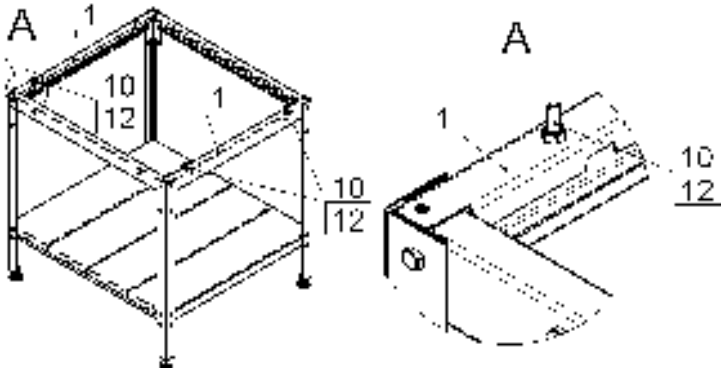

Рис.7
7. Вынуть из угловых отверстий профилей верхних болты М6х20, поз.10 и установить их в отв. на профилях боковых верхних, поз.1 при помощи гаек М6, поз.12, как показано на рис.7. Окончательно затянуть все гайки и винты.